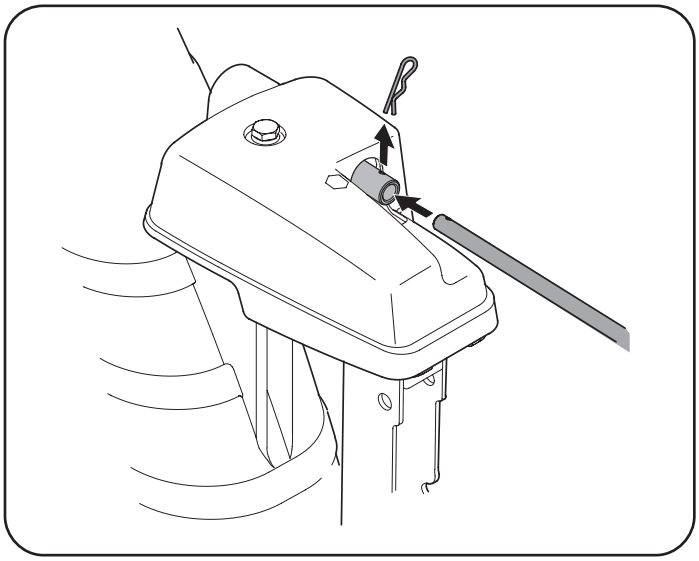

Figura 17
5. Retire el sujetador de horquilla de la parte posterior del cabezal de control del canal. Consulte Figura 17.
6. Inserte la varilla de control del canal en la parte posterior del cabezal de control del canal. Consulte Figura 17. Sujete la varilla de control del canal al conjunto del control del canal con el sujetador de horquilla (a) que extrajo en el Paso 5.